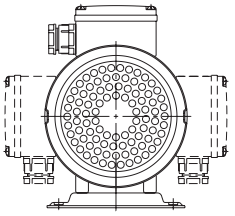

Fig.2
2.2.9 本產品馬達接線盒為可移動設計，如圖 Fig.2；調整步驟首先將馬達及泵浦間固定螺絲拆下後再轉泵浦至預定位置，再將固定螺絲鎖緊並將風罩裝回即可。